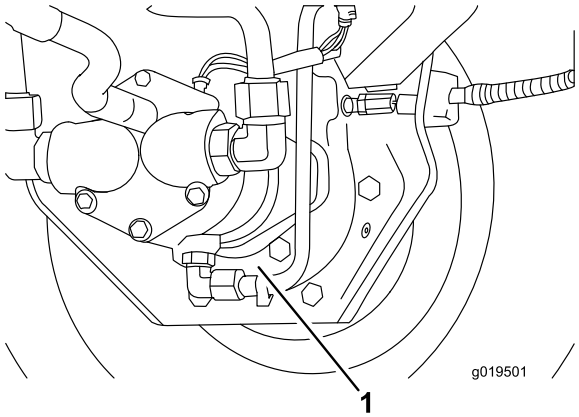

Bild 65
3. Stellen Sie ein Auffanggefäß unter das Bremsgehäuse, entfernen die Verschlussschraube und lassen das Öl ablaufen (Bild 65).